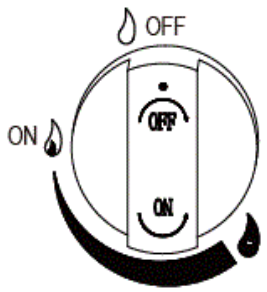

Figura 1
2. O botão de controlo deve estar na posição «OFF» (Figura 1).